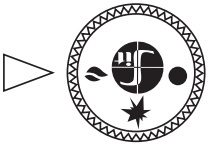

**Рис. 10.**
7.4. В этом положении ручка управления удерживается **нажатая до упора**, одновременно нажимается (при необходимости несколько раз) кнопка пьезовоспламенителя, пока не загорится пилотная горелка (см. в смотровое окно). После того как загорится пилотная горелка, ручка **удерживается в нажатом состоянии не менее 30 секунд**, после чего ручка отпускается и переводится в положение **«факел»** (рис. 10). При первом пуске аппарата отопительного необходимо держать аппарат отопительный на пилотной горелке не менее 3 минут, после чего переводить в положение «факел». При переводе ручки управления в положение **«факел»**, подача газа к главной горелке разблокируется.